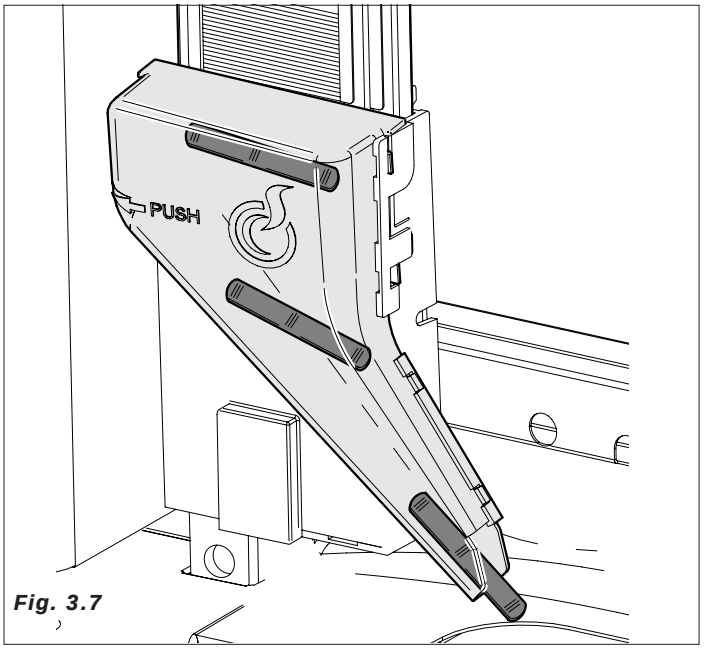

Fig. 3.7
– Se activa el motorreductor que acciona el dispositivo encargado de empujar y hacer caer la paletina en el vaso (Fig.3.7).